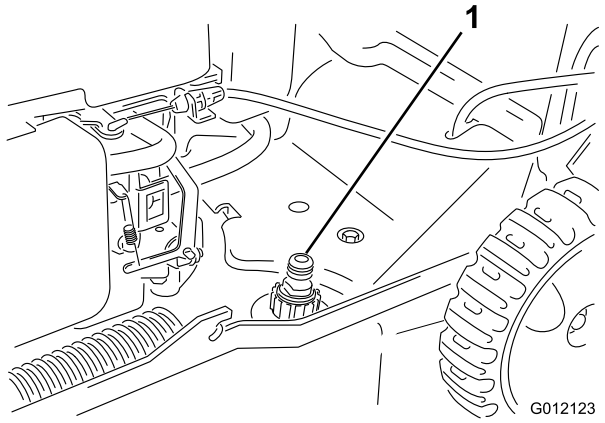

Figur 26
3. Anslut en trädgårdsslang, som är ansluten till en vattenkälla, till tvättanslutningen på klipparkåpan (Figur 26).